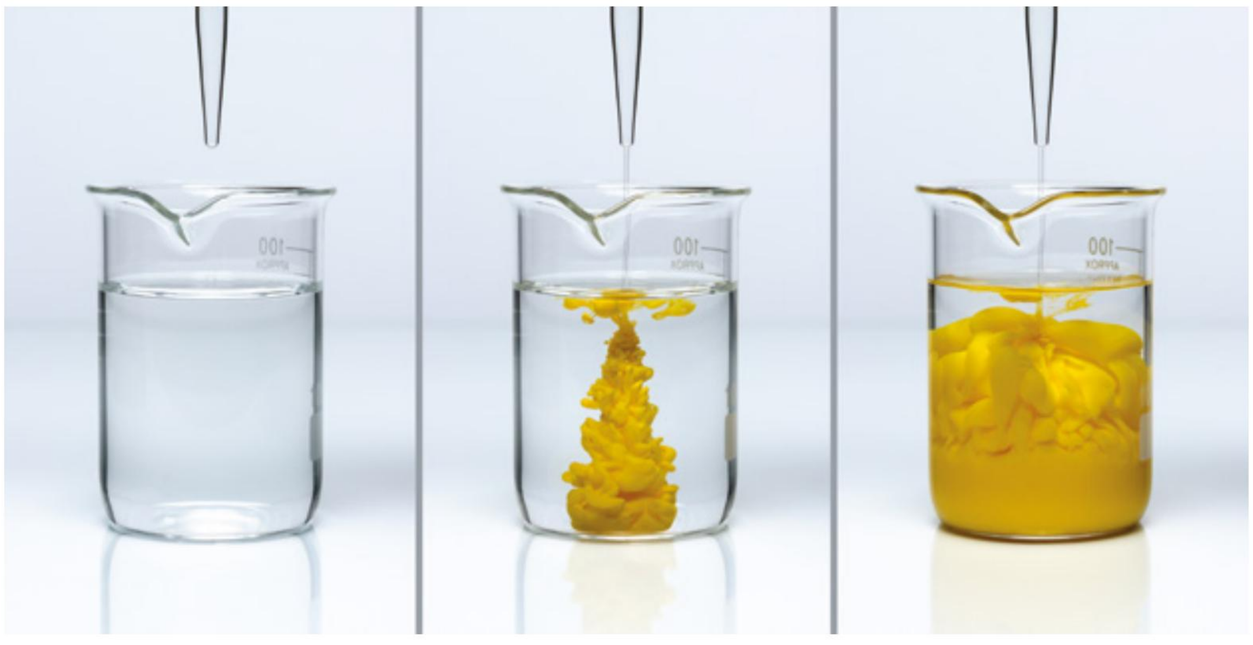

FIGURE 2.4.3 Precipitation of 'insoluble' lead(II) iodide (PbI_2) upon mixing aqueous solutions of sodium iodide (NaI) and lead(II) nitrate ($Pb(NO_3)_2$)
Figure 2.4.3 shows the precipitation of 'insoluble' lead(II) iodide when aqueous solutions of sodium iodide and lead(II) nitrate are combined. The chemical equation for this reaction can be represented as: